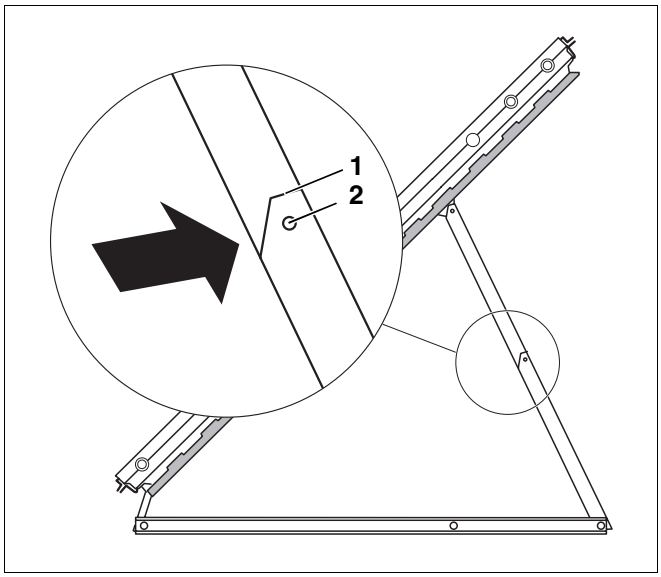

Afb. 22 Collectorsteun inkorten
Wanneer u een korte steun nodig heeft, moet u collectorsteunen die deel uitmaken van de levering aan de daartoe voorziene markeringen (vgl. loep afb. 22) van de steunen inkorten.
- Kort de steunen aan de markeringen in met een metaalzaag (afb. 22, **pos. 1**).
- Verplaats vervolgen het bovenste stuk in de voorziene boring (afb. 22, **pos. 2**).